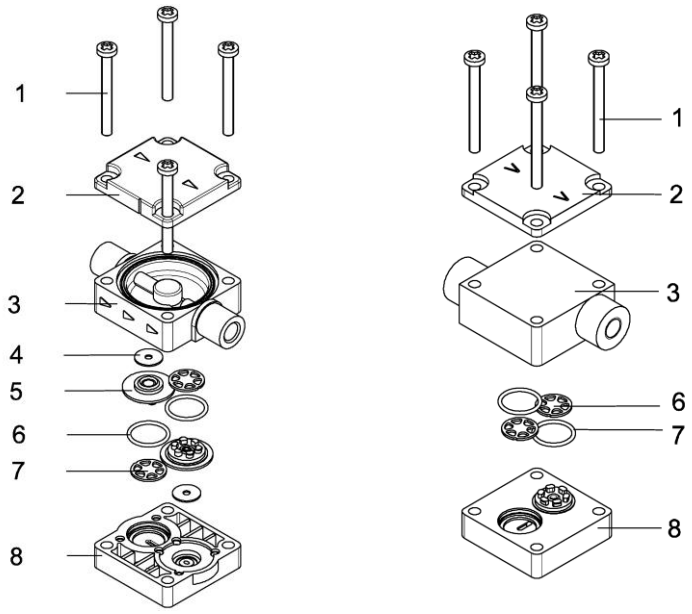

Fig. 66: testata KT, TT testata FT
3. Rimuovere le sedi valvola (**5**) con cautela. I dischi di tenuta (**4**) non sono presenti sulla testata, v. Fig. 66